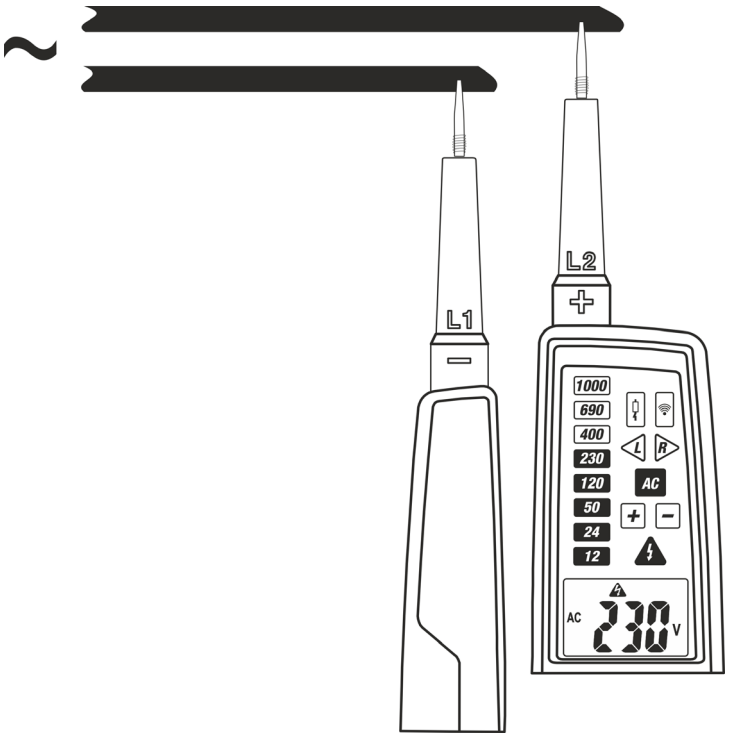

Fig. 5: Medição de Tensão CA
2. Ligar as ponteiras **L1** e **L2** à fonte em teste (ver Fig. 5). A medição é efetuada **apenas com contacto direto das ponteiras com a parte metálica dos condutores**
2. Ligar a ponteira **L2** à fonte em teste (ver Fig. 5). A medição é efetuada **apenas com contacto das ponteiras na parte metálica dos condutores**